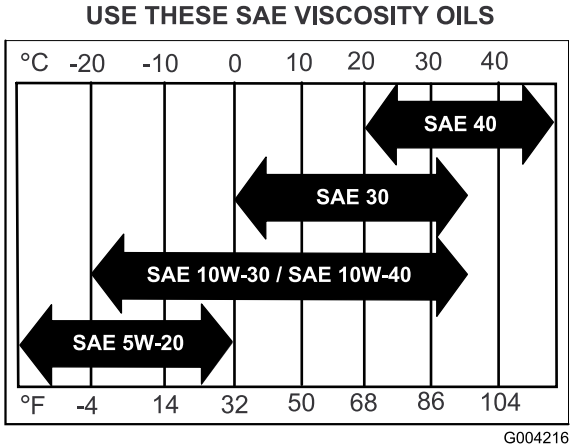

**Figur 34**
**Viskositet:** Se tabellen (Figur 34).